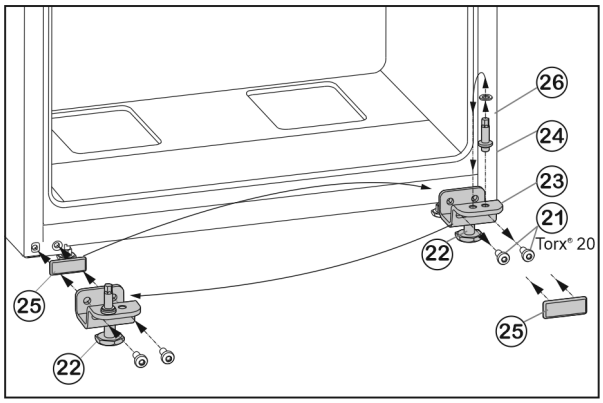

Fig. 7
- ▶ Unscrew fastening screws *Fig. 7 (21)* .
- ▶ Remove the lower bearing block *Fig. 7 (23)*, complete with bearing bolt *Fig. 7 (24)*, washer *Fig. 7 (26)* and adjustable foot *Fig. 7 (22)*.
- ▶ Unscrew the bearing bolt *Fig. 7 (24)*, complete with washer *Fig. 7 (26)*, re-locate it into the mounting hole on the opposite side of the bearing block and tighten again.
- ▶ Carefully remove the cover plate *Fig. 7 (25)* and re-locate it to the other side.
- ▶ Fasten the lower bearing block *Fig. 7 (23)*, complete with bearing bolt *Fig. 7 (24)*, washer *Fig. 7 (26)* and adjustable foot *Fig. 7 (22)* to the new hinge side, with the help of a cordless screwdriver if necessary, and **tighten (with 4 Nm)** once again.
- ▶ Lower the bottom door onto the bearing bolt *Fig. 7 (24)*.
- ▶ Unscrew the adjustable foot *Fig. 7 (22)* on the lower bearing block *Fig. 7 (23)* until it reaches the floor.